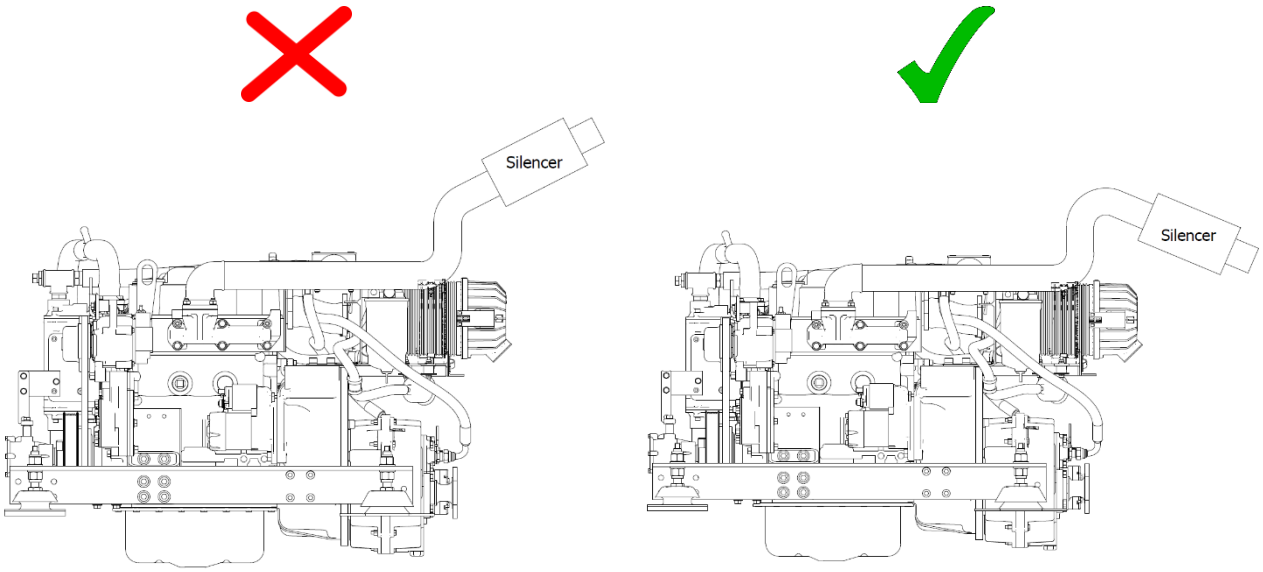

Figure 15: Correct Exhaust Installation
- Make sure the exhaust increases then decreases in height as shown in (***Figure 15***).